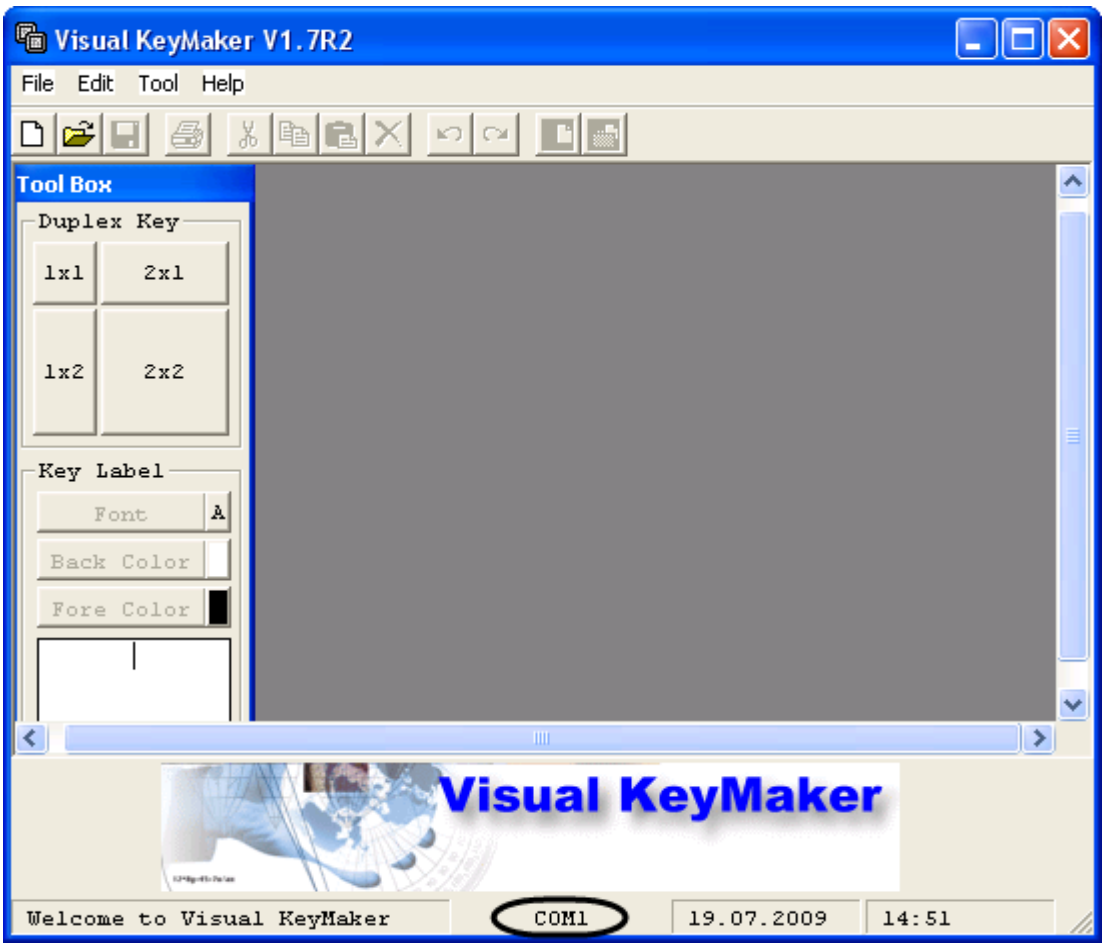

Figure 8.9-12. «Visual KeyMaker»program interface
- As a result the "Visual KeyMaker" interface box will open. In case when Special keyboard device is correctly connected to computer's COM-port, COM value will be displayed in the bottom part of the interface box (Figure 8.9-12).